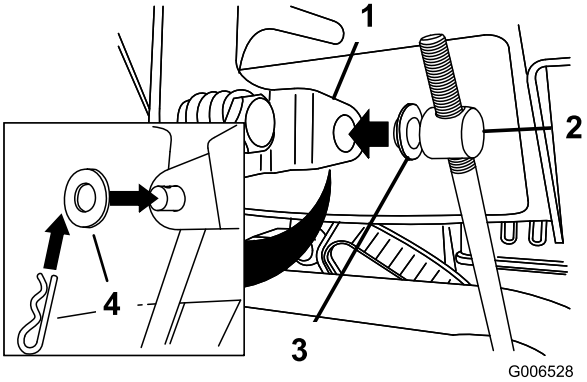

Bild 5
3. Legen Sie eine Flachscheibe auf den Drehzapfen (Bild 5).
6. Heben Sie die Geschwindigkeitsschaltstange an und setzen Sie den Drehzapfen in das Loch im Geschwindigkeitsschalthebel (Bild 5).
B. Schließen Sie den Drehzapfen vom Geschwindigkeitsschalthebel ab (Bild 5).
C. Drehen Sie den Drehzapfen auf der Geschwindigkeitsschaltstange nach unten (nach rechts) (Bild 5).
D. Schließen Sie den Drehzapfen am Geschwindigkeitsschalthebel an (Bild 5).